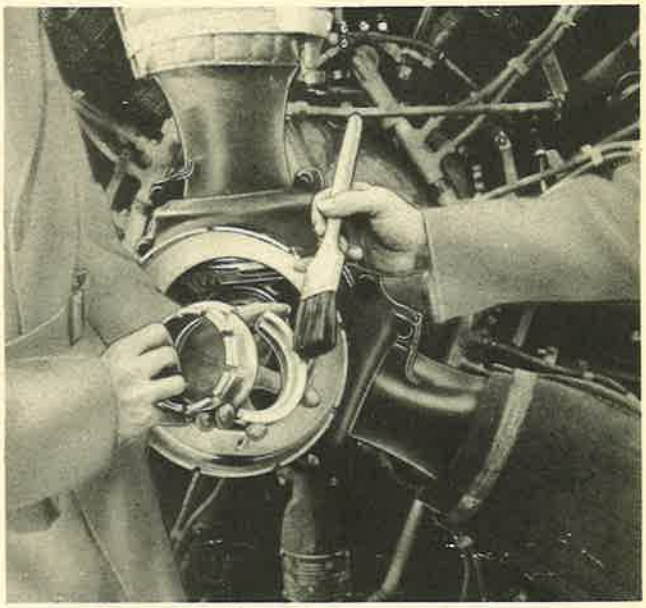

Figure 239—Application of Lubricant to the Retaining Nut and Front Cone
(5) Apply a thin film of a recommended thread lubricant to the threads on the inner diameter of the propeller retaining nut. (See figure 239.) Keep the front split cone outside surface dry and free from oil. Then install the front split cone, consisting of two beveled half rings, on the propeller retaining nut. These parts are machined so that the annular groove inside the front split cone matches with the ledge at the base of the retaining nut. Turn the blades into reverse